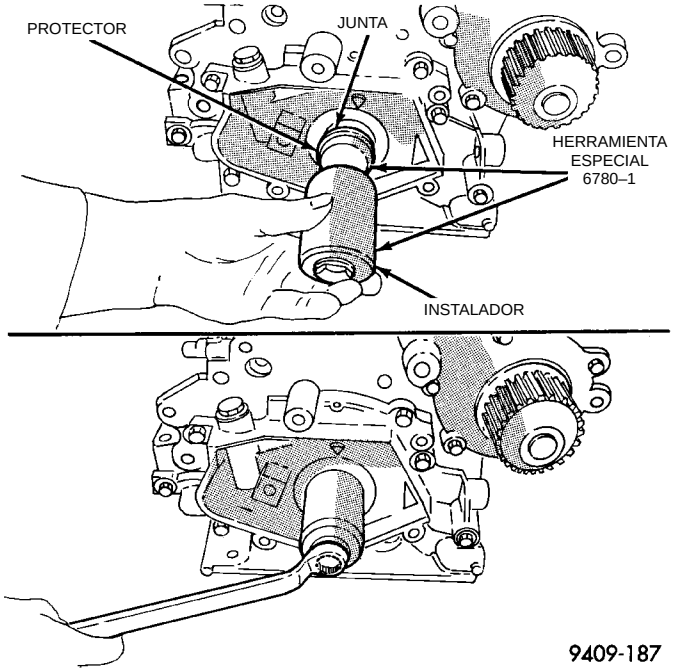

Fig. 76 Junta delantera del cigüeñal—Instalación
(5) Apriete todos los pernos de fijación de la bomba de aceite con una torsión de 28 N·m (250 lbs. pulg.)
(6) Instale la nueva junta delantera del cigüeñal, utilizando la Herramienta especial 6780 (Fig. 76).